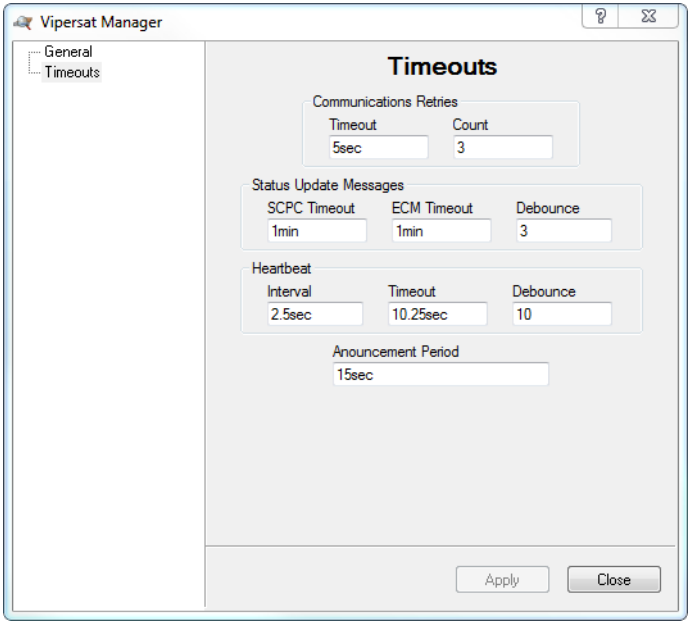

Figure 3-8 Vipersat Manager, Timeouts dialog
9. Select the **Timeouts** dialog shown in figure 3-8. The default timer settings are adjustable to accommodate communications that require additional time because of network congestion.